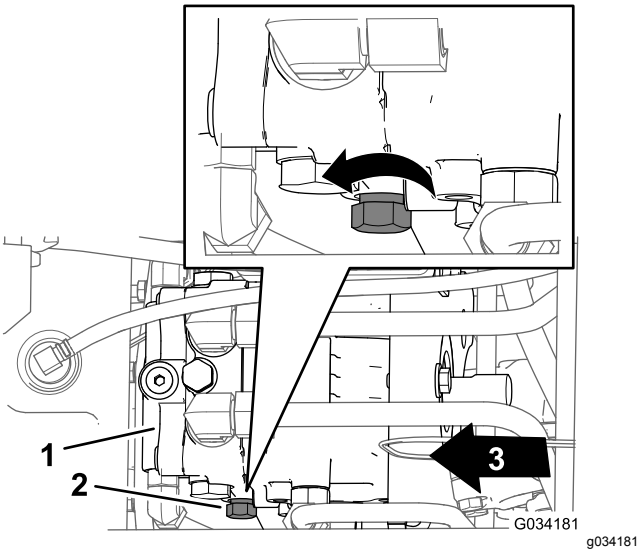

Figur 32
2. Find reguleringsgrebet til omløbsventilen på venstre side af hydraulikpumpen (Figur 32).
3. Drej reguleringsgrebet tre omgange mod uret (Figur 32).
1. Find reguleringsgrebet til omløbsventilen på venstre side af hydraulikpumpen (Figur 32).
2. Drej reguleringsgrebet (Figur 32) med uret, indtil du mærker modstand (omløbsventilen er lukket).